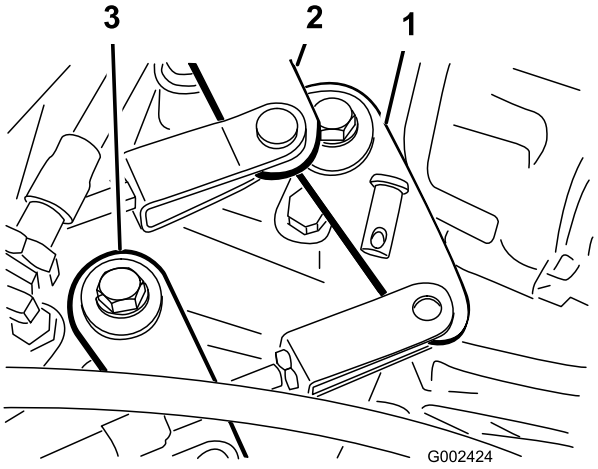

Figuur 51
2. Verwijder de gaffelpennen waarmee de kabels van het schakelmechanisme zijn bevestigd aan de schakelarmen van de transaxle (Figuur 51).
1. Verwijder de gaffelpennen waarmee de kabels van het hoog/laag-mechanisme zijn bevestigd aan de transaxle (Figuur 51).